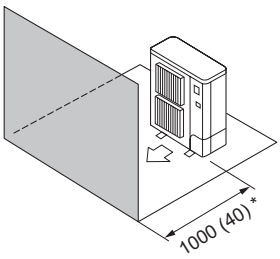

Fig. 2-9
(4) Obstacles uniquement à l'avant (Fig. 2-9)